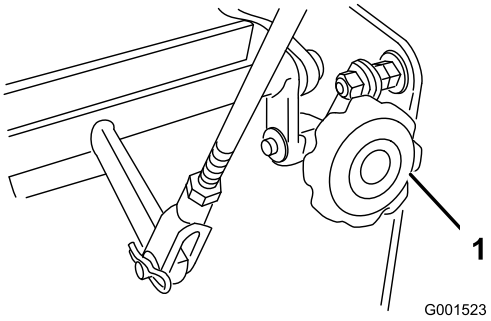

Figur 39
4. Vrid snabbspårningsvredet om maskinen spårar bättre på ena sidan än den andra. Vrid vredet åt höger för att svänga åt höger och åt vänster för att svänga åt vänster (Figur 39).